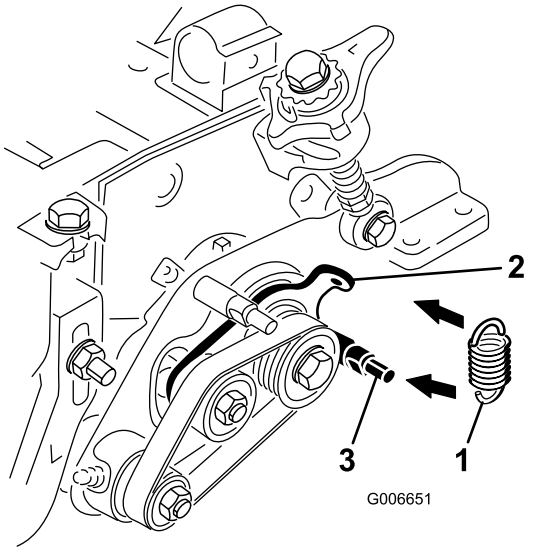

Figur 26
29. Fest blindfjæren i hullet i lederullplatetappen, og rundt merket på trimsatsplatens nedre bolt (Figur 26). Den åpne enden av fjærhaken skal plasseres mot lederullen.